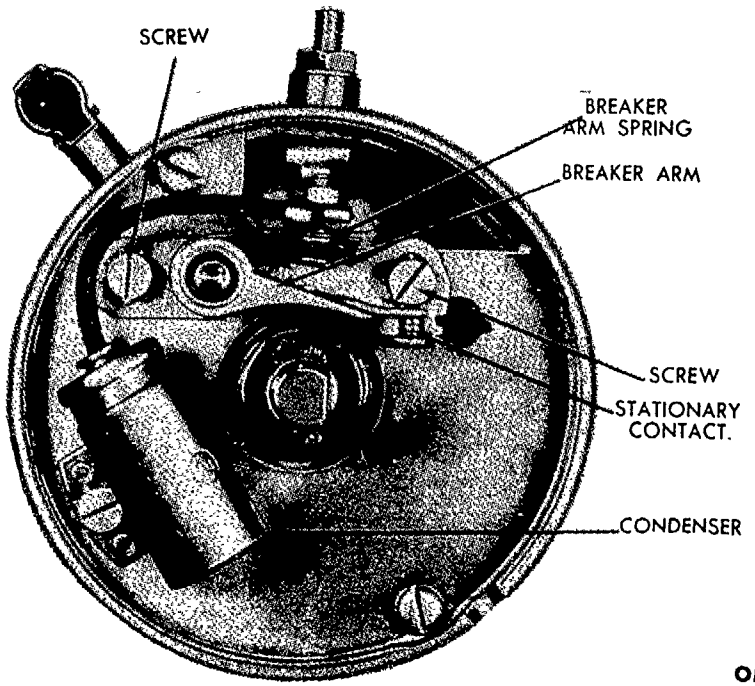
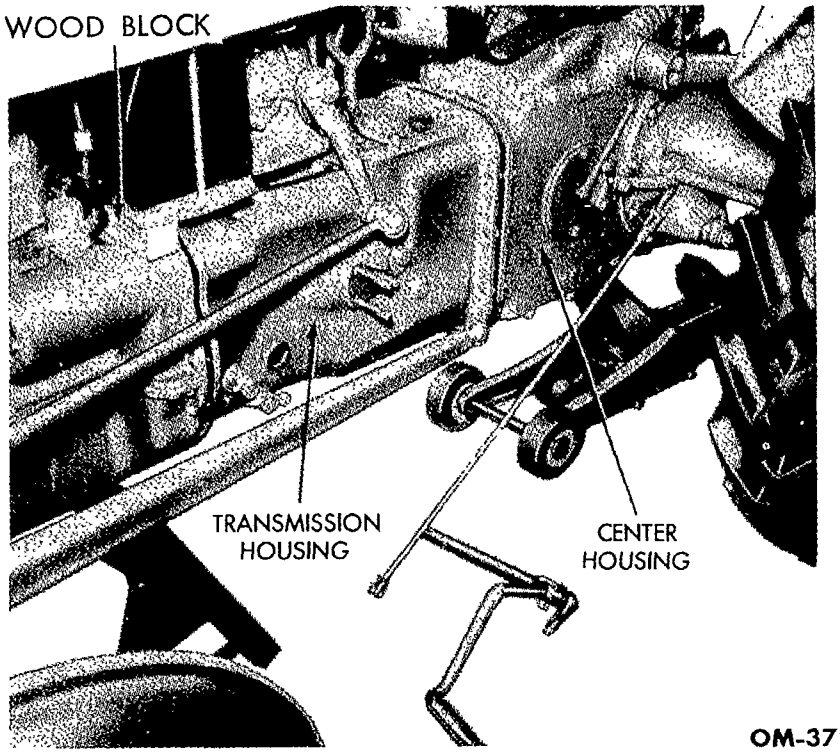

Fig. 59—Breaker Contacts
Fig. 61—Aligning Transmission Housing and Center Housing
a. Remove Assembly. Remove the cover plate from both sides of the center housing. Remove the nut from the tail pipe support. Remove the pin from the forward end of the brake tie rod. Support the tractor under the transmission housing and under the center housing with separate supports (fig. 61). Remove the bolts that secure the center housing to the transmission housing. Roll the rear end assembly away from the tractor. Support the rear end assembly and remove the wheels. If desired, fenders and lower links may be removed.
Attach lifting fixture to the transmission as shown in fig. 61. Disconnect right and left radius rods from transmission. Disconnect starting button support. Remove steering gear housing retaining cap screws. Elevate the hood sufficiently to install small block of wood between battery frame and housing as shown in fig. 59 by lifting on radius rod ends.
Remove clutch and brake clevis pins. Remove clevis pins at forward end of brake rod. Remove running boards on both sides. Remove clamp bolt from left brake pedal, then withdraw Woodruff key. Drive out shaft, if necessary, with soft punch and hammer. Remove cap screws from both ends of transmission as shown in fig. 61. Move axle housing away far enough to remove transmission.